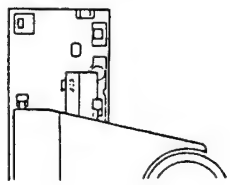

Fig. 10-8
3. Insert the slide base so that it fits into the two hard resin fittings at the rear of the loading base (see Fig. 10-8.).